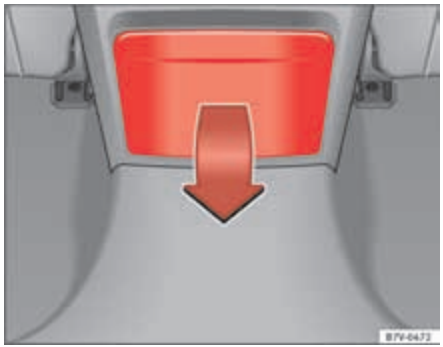

Fig. 123 Centre console, rear section: folding out the cup holder.
- To *open*, move the cup holder downwards in the direction of the arrow ⇒ fig. 123.